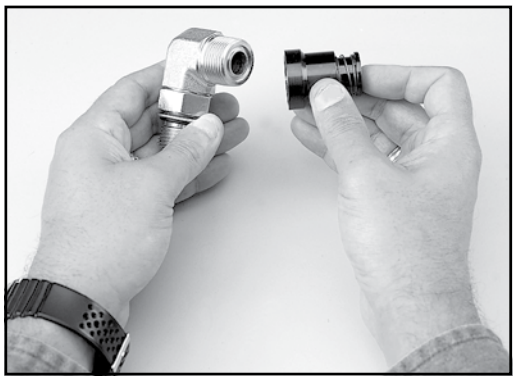

Fig. S25 – O-Ring installation using the CORG assembly tool
1. Ensure that the seal is properly installed in the groove of the face seal. Parker provides Seal-Lok fittings with pre-installed trap seals on the grove of the face seal. However, if the seal is being replaced, standard round O-Ring face seal O-rings can be found on page N4, in section N. Since Seal-Lok is machined with the Captive O-ring Groove (CORG), it is recommended that a CORG assembly tool be utilized, as shown in Fig. S25. To properly use the assembly tool, follow these steps